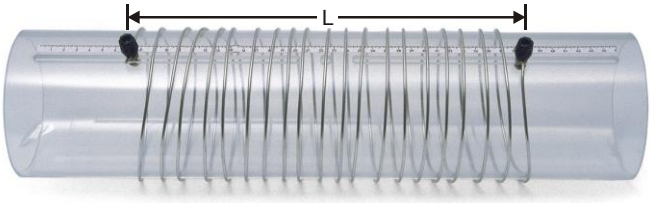

Fig. 4: Spule veränderlicher Windungsdichte.
- Feldspule mit *D* = 10 cm durch die Spule veränderlicher Windungsdichte (Fig. 4) ersetzen.